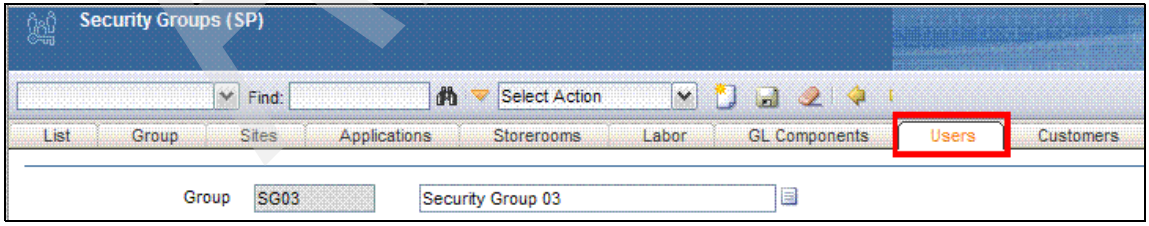
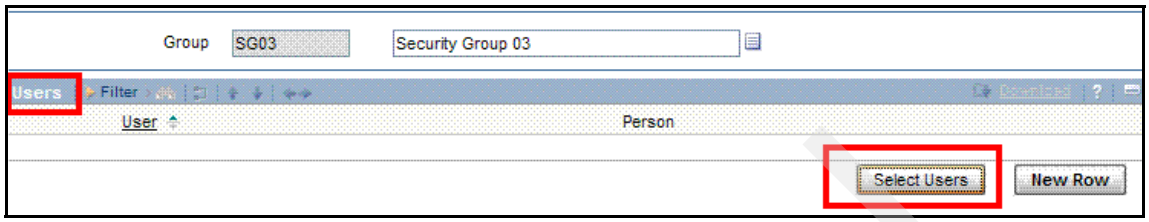

Figure 10-5 Users tab in the Security Groups application
Figure 10-6 Clicking the Select Users button displays a dialog with the active customers in the system
2. Security group Security Group01 is created where user USER01 has unrestricted access to all other options in all tabs within the application. In the Customers tab, select the **Authorize Group for Customer on User's Person record** option. For more information about creating security groups, refer to 3.4, "Security Groups (SP)" on page 34. See Figure 10-5 and Figure 10-6 on page 178.